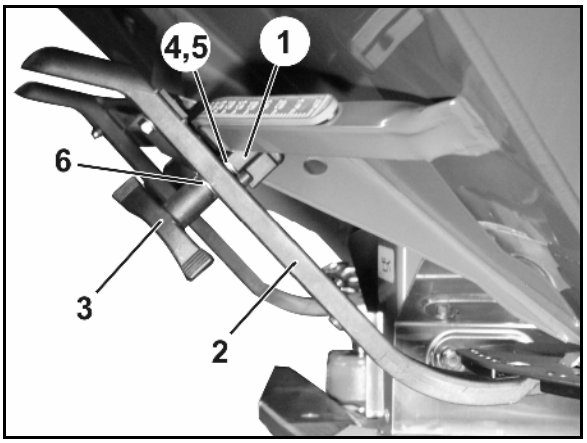

Fig. 66
6. Set up the clamping device (Fig. 66/1) for setting levers (Fig. 66/2) as follows:
6.1 Unscrew the wing nut (Fig. 66/3).
6.2 Remove the screw and reposition the two washers (Fig. 66/4) from the back (Fig. 66/5) to the front (Fig. 66/6).